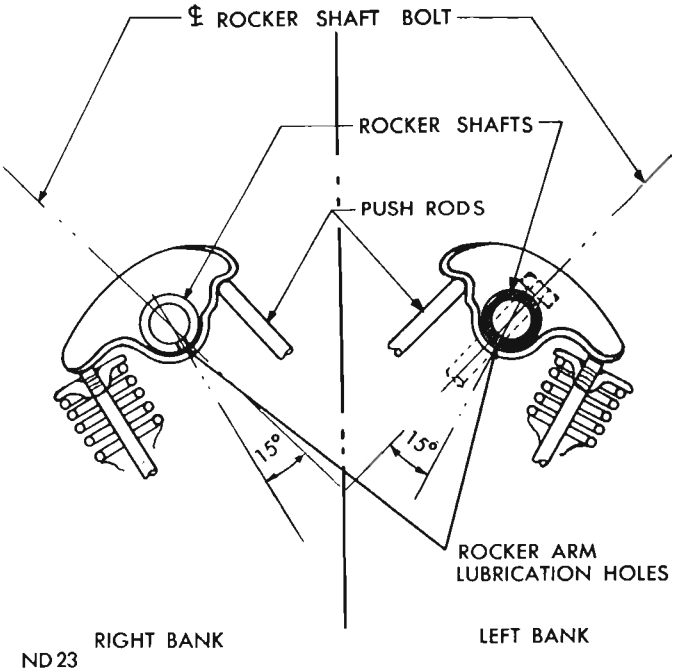

Fig. 9—Rocker Arm Lubrication Holes
(1) Install rocker arms and shaft assembly making sure to install the long stamped steel retainers in the number two and four positions.
(2) Install rocker shafts so that 3/16 inch diameter rocker arm lubrication holes point downward into the rocker arm, so that the 15° angle of these holes point outward towards the valve end of the rocker arms, (Fig. 9). This is necessary to provide proper lubrication to the rocker assemblies.